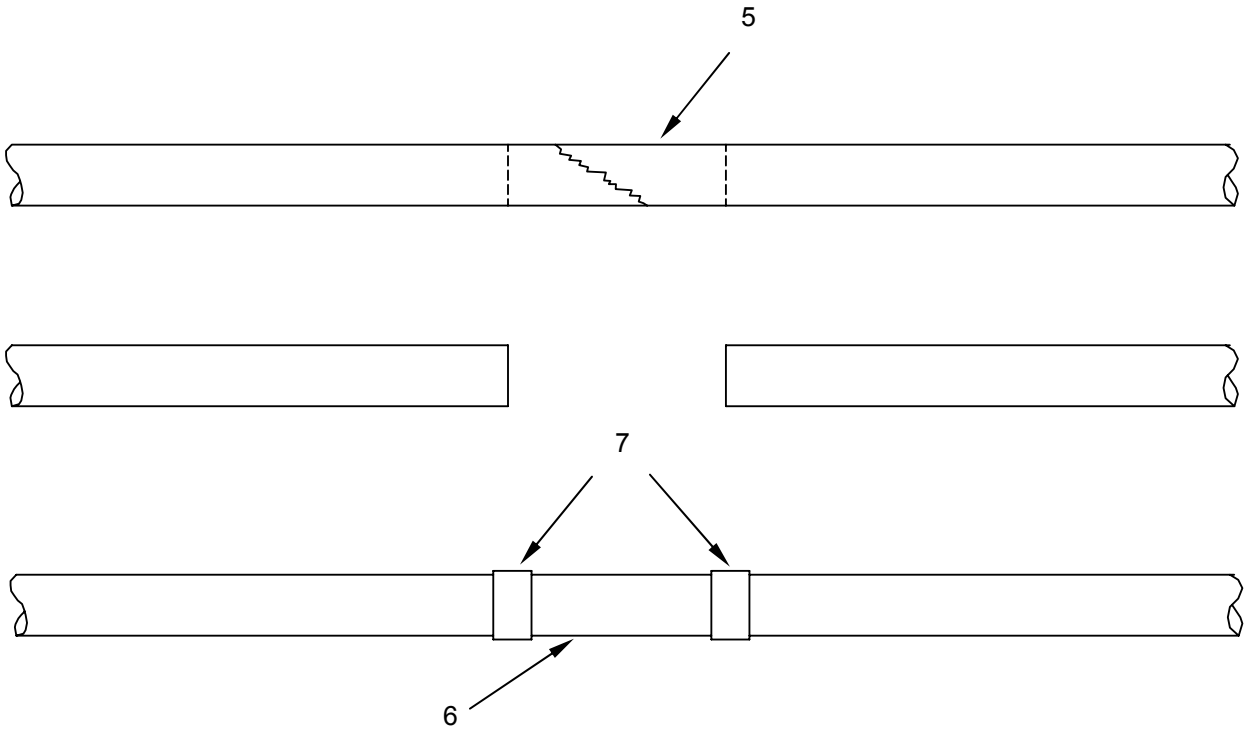

Figure 3. Repair the PVC Plumbing.
3. Cut out damaged CPVC pipe section **(Figure 3, Item 5)** or fitting.
5. Cut replacement pipe section **(Figure 3, Item 6)** as necessary to fit.
6. Install pipe section **(Figure 3, Item 6)**, fittings, and couplings **(Figure 3, Item 7)** as necessary, and cement in place.